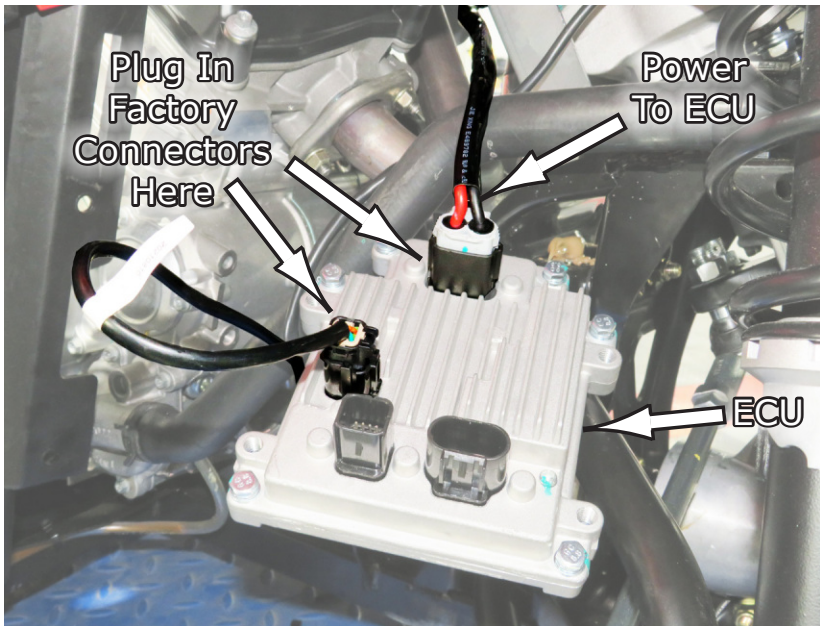

**Fig.71**
**53**.Next, find the ECU that came with your kit and plug in the factory harness connectors into the sockets shown in **Fig.71**.